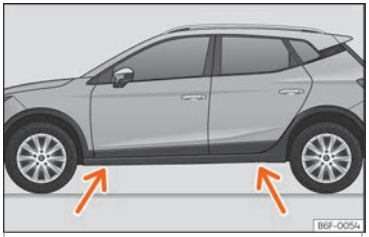

Fig. 37 Pontos de apoio do macaco.
- Procure na longarina a marca do ponto de apoio do macaco (zona afundada) mais próximo da roda a substituir ››› **Fig. 37**.